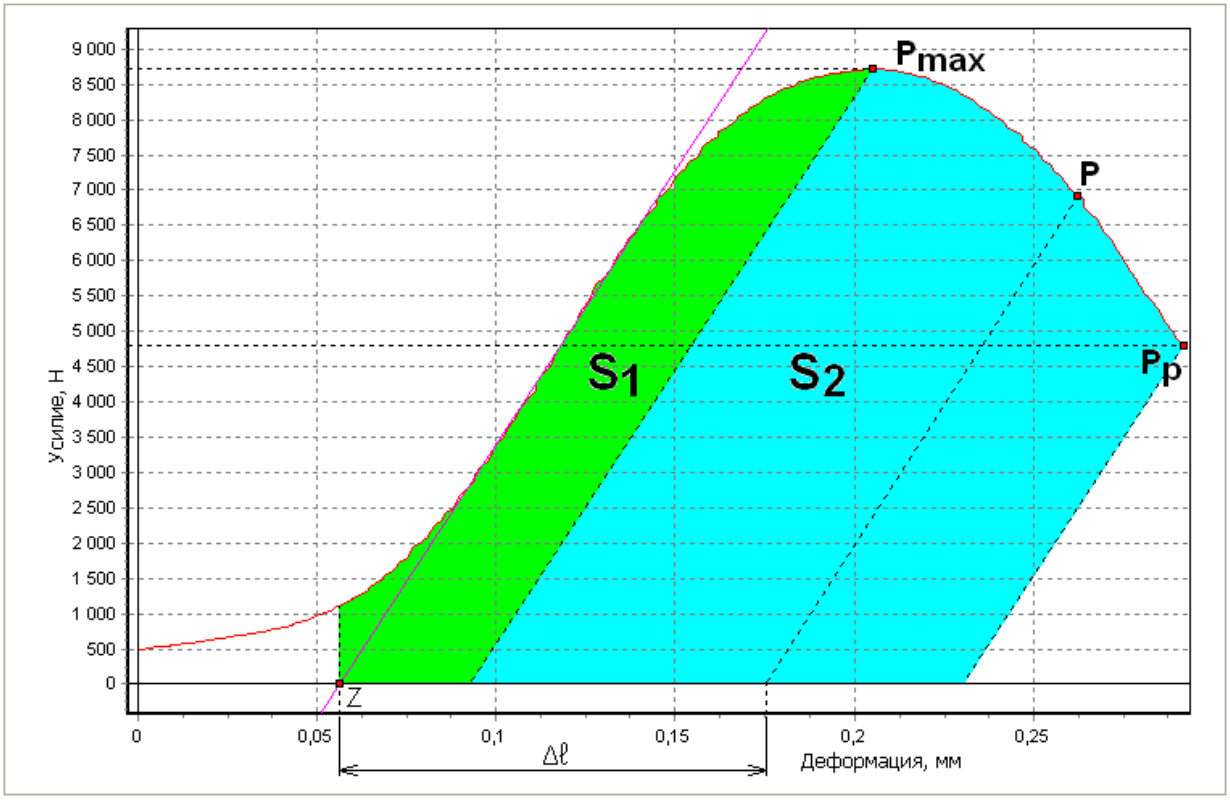

Рис. 21. Определение удлинения по пластической деформации от точки Z
- По пластической деформации от точки Z (рис. 21).